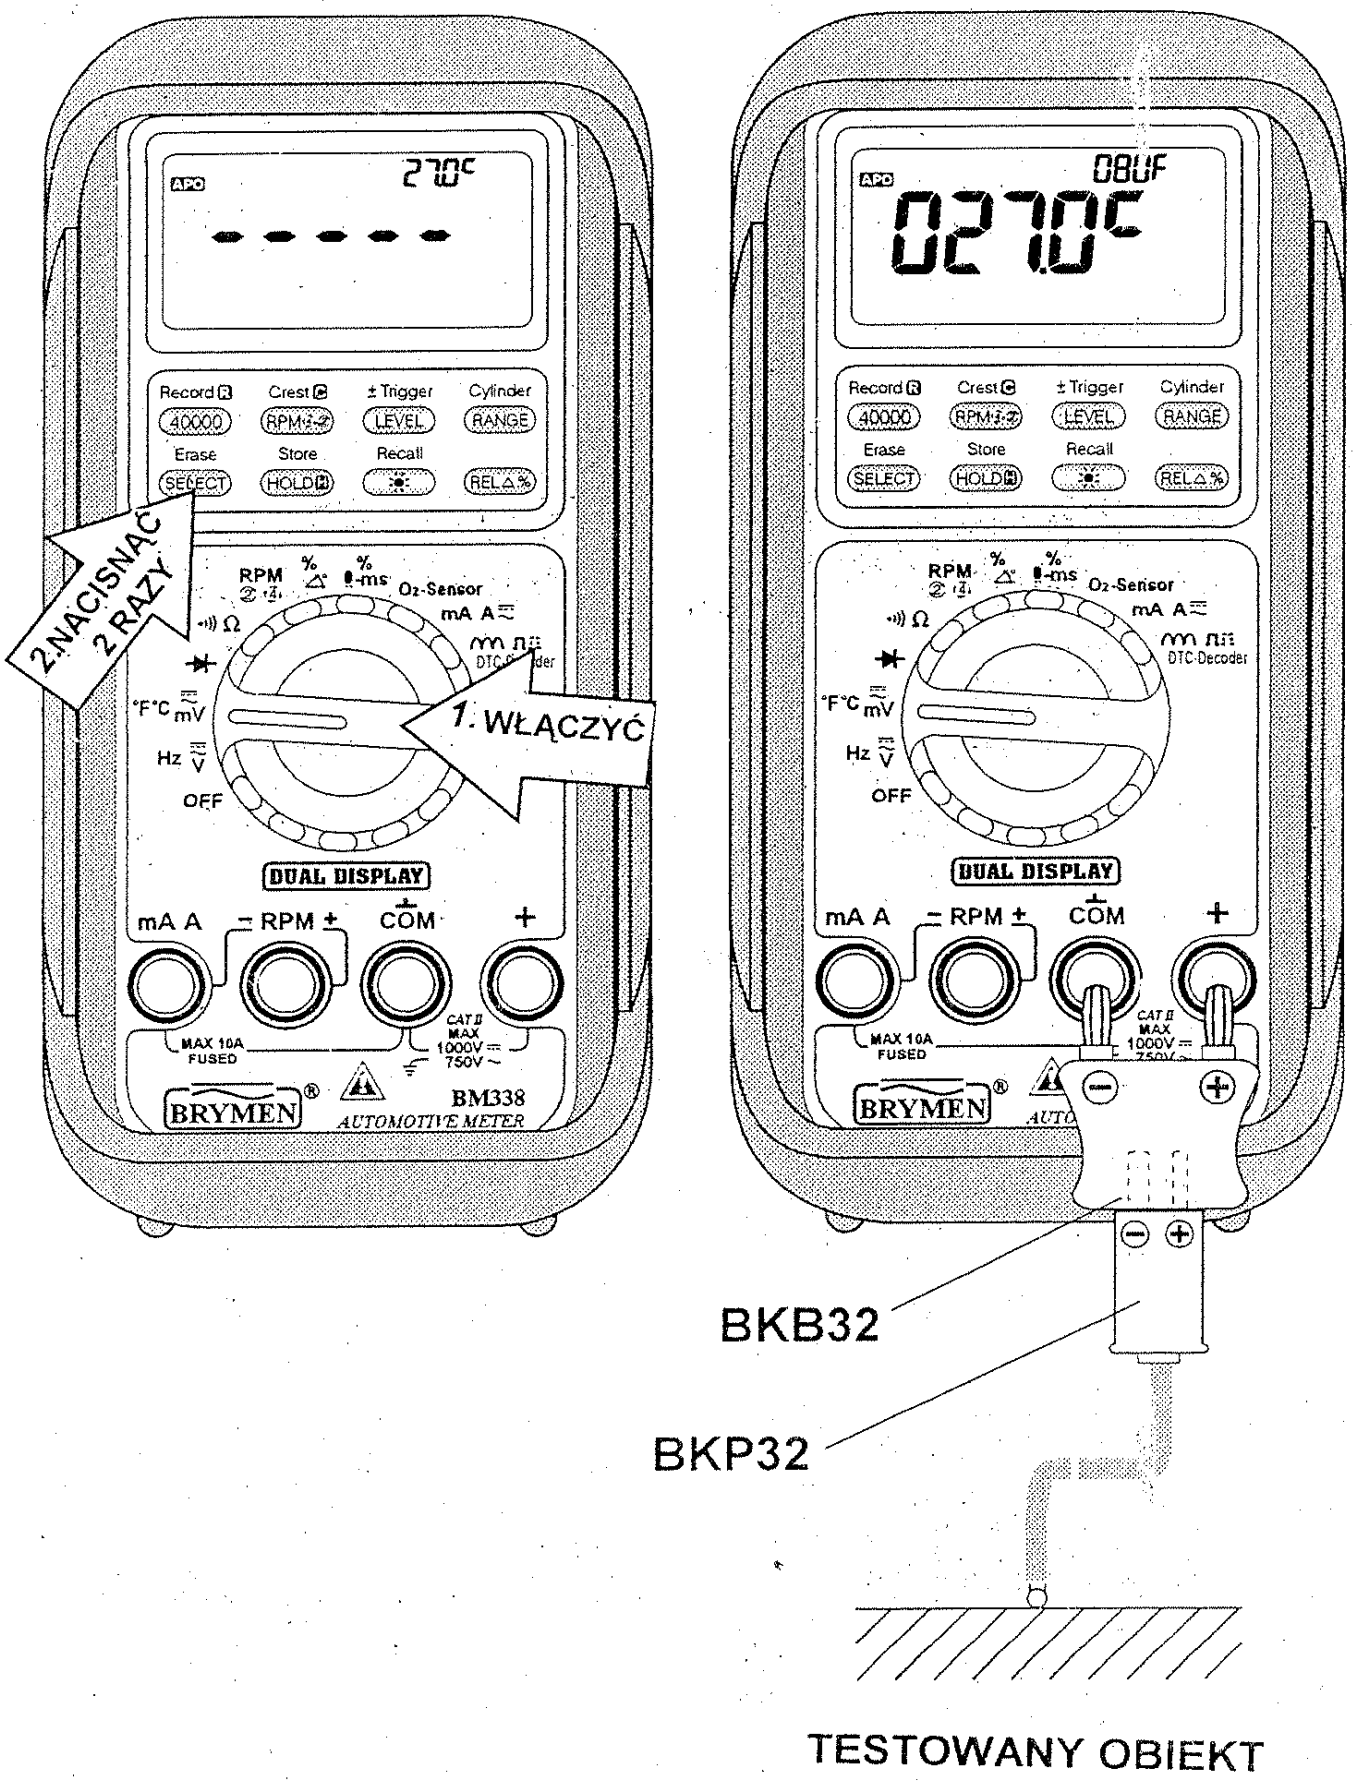

Rys. 5 Pomiar temperatury
5) Zakończeniem sondy dotknąć mierzonej powierzchni i odczytać wartość jej temperatury w ^{0}C na wyświetlaczu głównym a w ^{0}F na wyświetlaczu pomocniczym (patrz rys. 5).